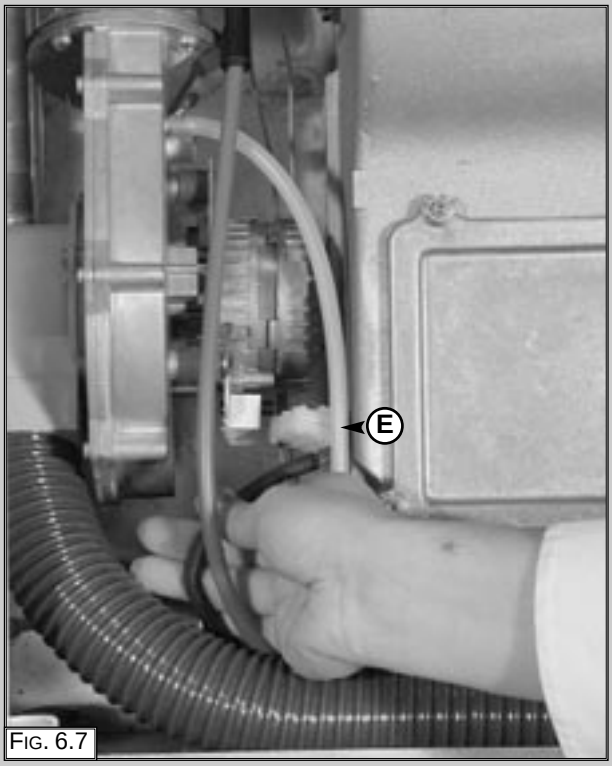

Fig. 6.7
1. Disconnect the electrical connector “E” (Fig. 6.7);